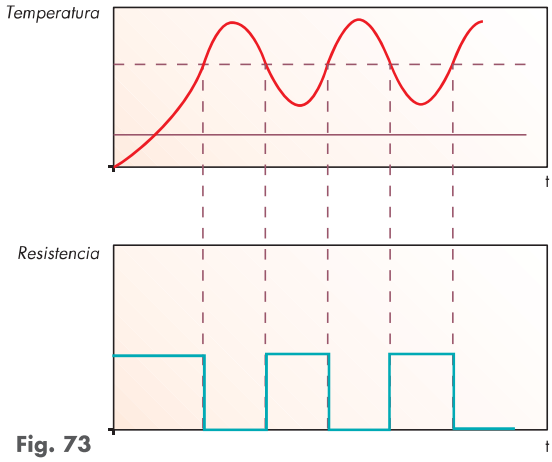

Fig. 73
19. El gráfico (fig. 73) representa la relación entre la evolución de la temperatura de un horno doméstico y el funcionamiento de la resistencia calefactora regulada por medio de un termostato (control todo/nada).